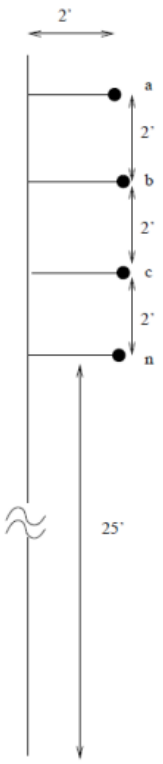

Figura 4: Alimentador na configuração vertical
2. Considere o alimentador com estrutura de poste apresentado na Figura 4.
a. Calcule a matriz impedância primitiva [Zabc] para o alimentador na configuração apresentada na Figura 4.